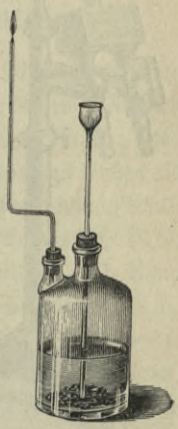

Fig. 5.
4. Am zweckmäßigsten stellt man Wasserstoff dar, indem man gewisse Metalle (Zink, Eisen) in Säuren (Salzsäure, Schwefelsäure) auflöst. Ein Molekül Salzsäure, HCl, besteht aus einem Atom Chlor und einem Atom Wasserstoff. Bringt man eine wässerige Lösung dieser Säure mit Zink zusammen (Fig. 5), so entwickelt sich unter Aufbrausen Wasserstoff und es entsteht Chlorzink:
Der Wasserstoff zeigt große Verwandtschaft zu den Elementen Sauerstoff und Chlor, mit welchen er sich direkt unter Feuererscheinung vereinigt. Die Flamme des in reinem Sauerstoff (oder in der atmosphärischen Luft) brennenden Wasserstoffs ist nur schwach leuchtend, besitzt jedoch eine sehr hohe Temperatur. In der Flamme des sog. Knallgasgebläses (Fig. 6), bei welchem Wasserstoff und Sauerstoff durch zwei getrennte Röhren bis zu der Stelle geleitet werden, wo sie sich vereinigen sollen, kann Platin, eines der am schwersten schmelzbaren Metalle, geschmolzen werden. Zündet man ein Gemenge von Wasserstoff und Sauerstoff (Knallgas) an, so findet die Vereinigung der beiden Körper unter heftiger Explosion statt (Glasgefäße werden dadurch leicht zertrümmert, daher Vorsicht notwendig bei dem Versuche, Fig. 5). Gefahrlos kann man die Verbrennung von Knallgas zeigen, indem man das durch Elektrolyse von Wasser erhaltene Gemenge von Wasserstoff und Sauerstoff in Seifenwasser leitet und die dadurch an der Oberfläche desselben entstehenden, mit Knallgas gefüllten Seifenblasen mit einem längeren glimmenden Holzspan anzündet. Die Verbrennung findet unter heftigem Knalle statt[1]. Das Produkt der Verbrennung ist Wasserdampf (hält man ein kaltes Becherglas über die Flamme von trockenem, d. i. nicht mit Wasserdampf gemischtem Wasserstoff, so beschlagen sich die Wände desselben mit kleinen Wassertröpfchen). Zwei Atome Wasserstoff verbinden sich mit einem Atom Sauerstoff zu einem Molekül Wasser oder zwei Volumina Wasserstoff mit einem Volumen Sauerstoff zu zwei Volumina Wasserdampf. — Mit
Man stellt Schwefelwasserstoff dar, indem man in einer Gasentwicklungsflasche (s. Fig. 5) Schwefeleisen, FeS, mit verdünnter Schwefelsäure übergießt: